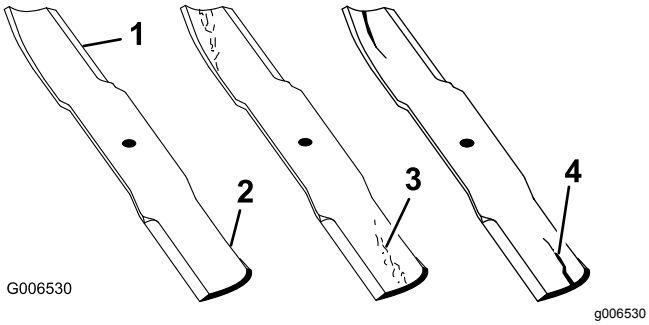

Figur 62
1. Undersøk kniveggene (Figur 62).
4. Hvis du finner sprekker, slitasje eller ser at det begynner å dannes spor i denne delen av kniven, må den skiftes ut øyeblikkelig (Figur 62).